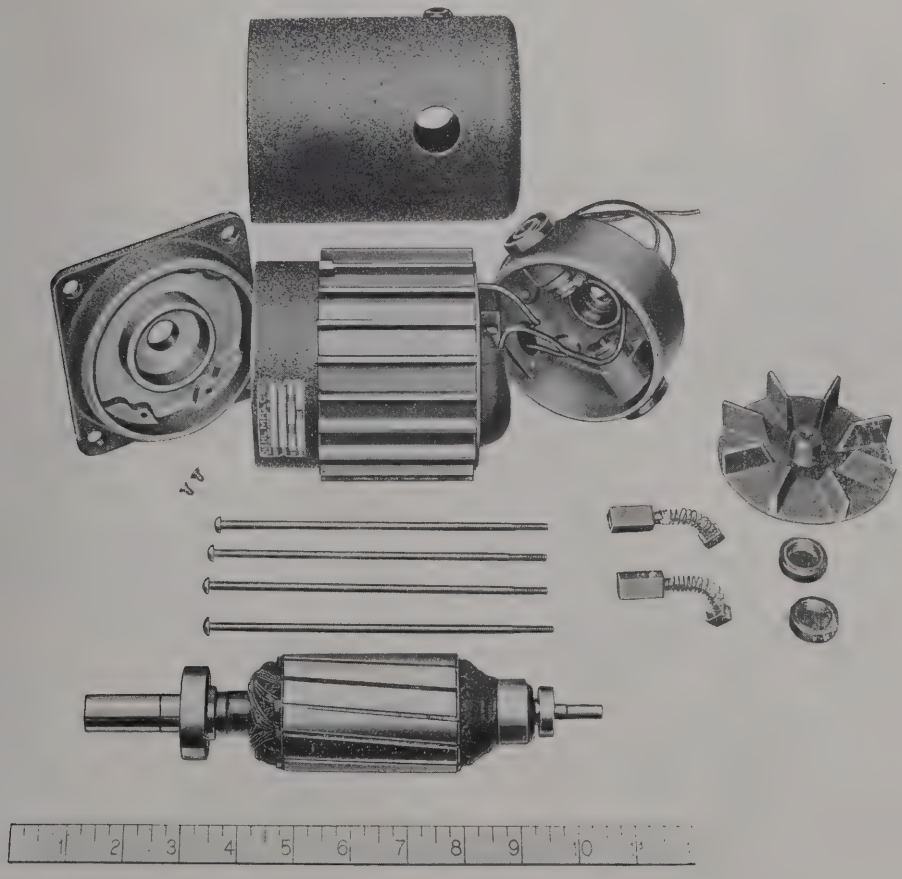

Figure 77. Antenna drive motor, disassembled.
l. Figure 77, Antenna drive motor disassembled.
(2) Loosen the four motor mounting bolts; reduce the belt tension by sliding the bolts in the slots toward the gearbox; roll off the belt from the drive pulley.
(3) Detach the two small wires, which lead from the motor (through the grommet) into the drive pulley housing, from their connections to the relay mounted in the housing at the far end from the motor. (In an emergency these wires could be cut after marking identification color for correct splicing.)
(4) Remove the four motor mounting bolts. The entire motor and pulley drops down and is now easily accessible for disassembly of the motor (fig. 77) or repair or replacement of a motor part.
(5) Replace by reversing the order of the removal steps above. Be sure to have a clean surface on ground terminal under one of the mounting bolts.